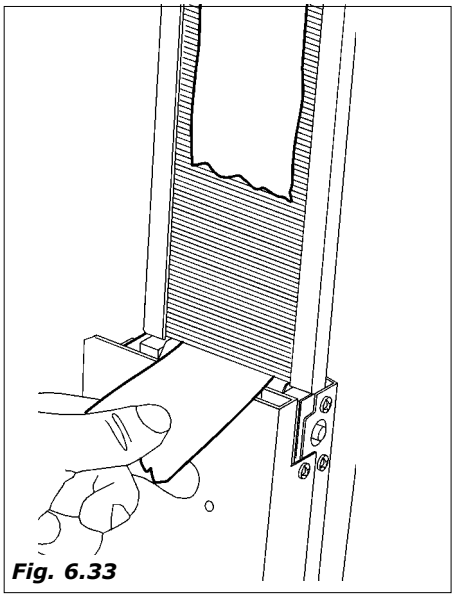

Fig. 6.33
- Introduzir as culherzinhas com a fita de embalagem na coluna e quando forem posicionadas sobre o fundo cortar e desfiar a fita (*Fig. 6.33*)